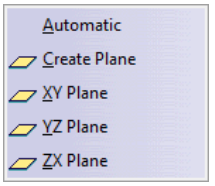

Figure 18-61 *The shortcut menu*
1. Right-click in the selection box of the **Symmetry** area in the **Control Points** dialog box; a shortcut menu is displayed, as shown in Figure 18-61.